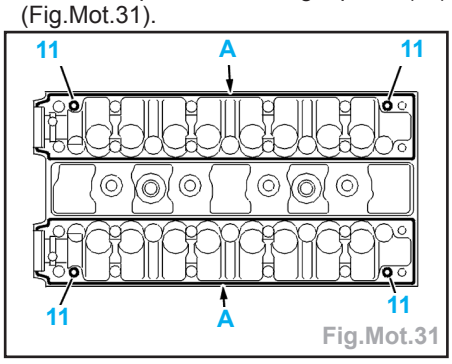

Fig.Mot.31
- Vérifier la présence des goupilles (11) (Fig.Mot.31).